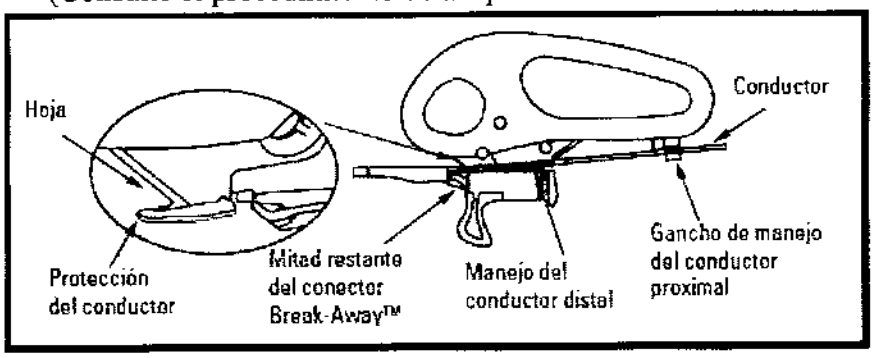

Figura 4.0
1. Acople la cuchilla al cuerpo del conductor proximal introduciéndolo a presión en la ranura de manejo del conductor distal. Acople el conductor al gancho de manejo del conductor proximal de la cuchilla al deslizar el conductor dentro del gancho. (Consulte el procedimiento de acoplamiento de la cuchilla en la Figura 4.0.)